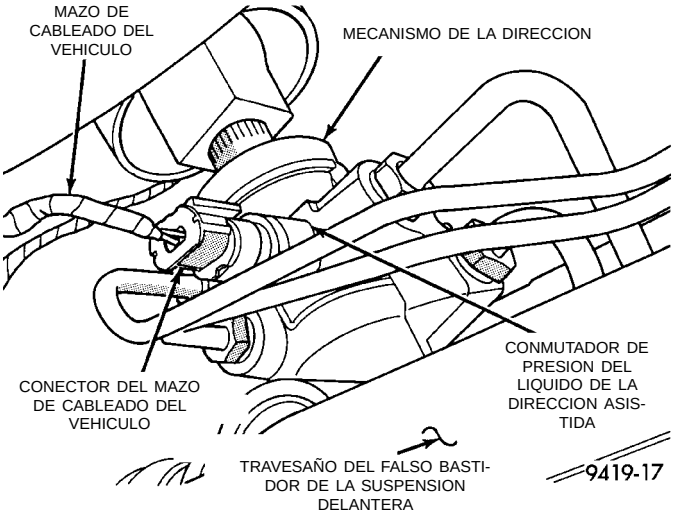

Fig. 7 Localización del conmutador de presión de dirección asistida en el mecanismo de dirección asistida
El conmutador de presión de la dirección asistida (Fig. 7) se instala directamente en el mecanismo de dirección asistida de los vehículos que requieren su uso.
(1) Desconecte el cable negativo de la batería. Asegúrese de que el cable quede aislado del borne negativo de la batería.
(2) Eleve el vehículo.
(3) Localice el conmutador de presión de dirección asistida (Fig. 7) en la parte trasera del mecanismo de dirección asistida.
(4) Retire del conmutador de presión de la dirección asistida el conector del mazo de cableado del vehículo (Fig. 7).
(5) Retire del mecanismo de dirección asistida el conmutador de presión.
(1) Instale manualmente el conmutador de presión de la dirección asistida en el mecanismo de dirección asistida hasta que quede completamente asentado. A continuación apriete el conmutador de presión de la dirección asistida con una torsión maxima de 8 N·m (70 libras pulgada).
(2) Instale el conector del mazo de cableado del vehículo (Fig. 7) en el conmutador de presión de dirección asistida. Asegúrese de que el fiador del conector del mazo de cableado encaje por completo en la lengüeta de fijación del conmutador de presión de la dirección asistida.